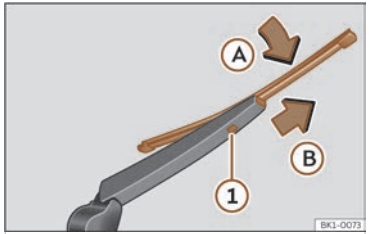

Fig. 174 Changing the rear wiper blade
- Rotate the blade lightly ››› **Fig. 174** (arrow Ⓐ).
- Hold down the release button ① while gently pulling the blade in the direction of arrow Ⓑ.
- Insert a new blade of the **same length and type** in the rear wiper arm in the opposite direction to the arrow Ⓑ until button ① hooks into place.